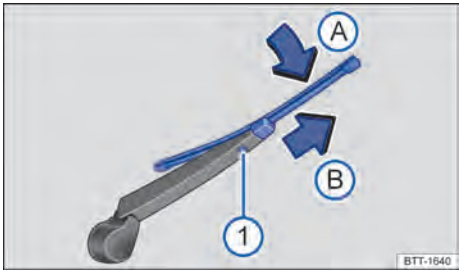

Fig. 188 En la parte trasera del vehículo: Cambiar la escobilla limpiacristales de la luneta.
① Tecla de desbloqueo
2. Mantenga presionada la tecla de desbloqueo → Fig. 188 ①.
3. Doble la escobilla en dirección al brazo del limpiacristales → Fig. 188 Ⓐ y retírela al mismo tiempo en el sentido de la flecha Ⓑ. Es posible que tenga que emplear bastante fuerza.
4. Inserte una escobilla nueva de la misma longitud y tipo en el brazo del limpiacristales en el sentido contrario al de la flecha → Fig. 188 Ⓑ hasta que encas-